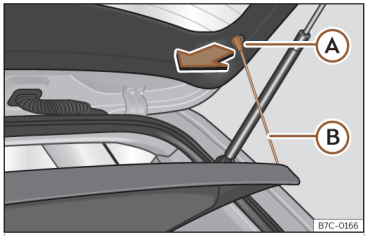

Fig. 175 En el maletero: desmontar y montar la bandeja.
- Desenganche los tirantes de sujeción ››› **fig. 175** Ⓑ de los alojamientos Ⓐ.
- Enganche los tirantes de sujeción ››› **fig. 175** Ⓑ en el portón trasero.